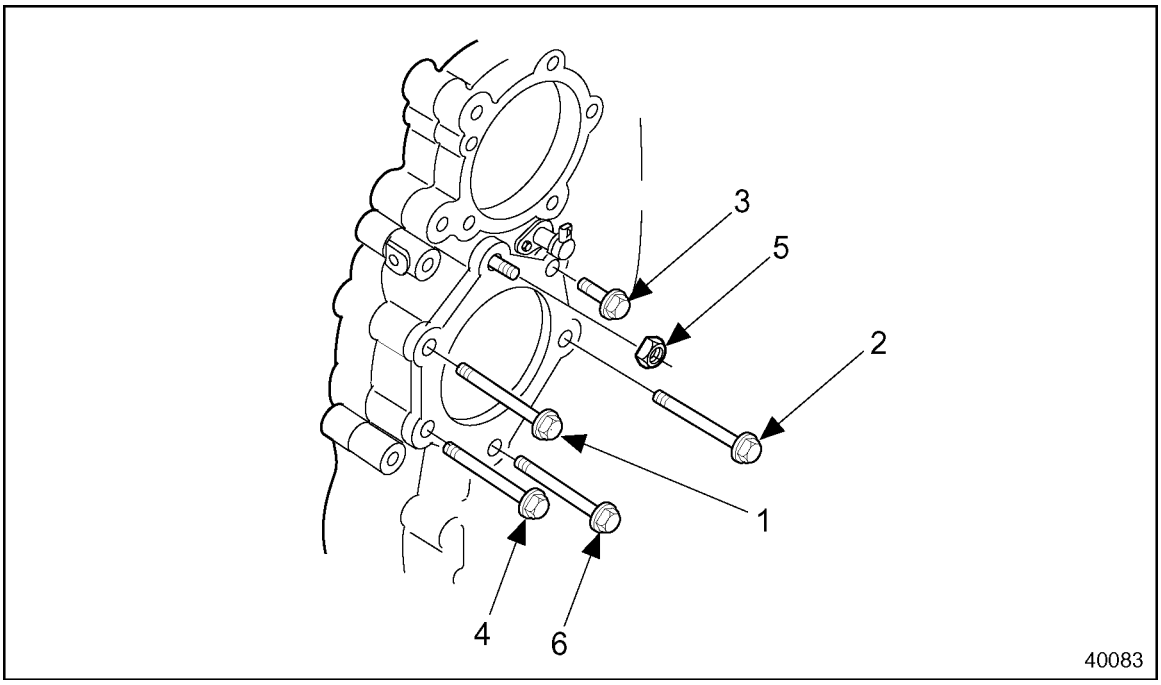

Figure 10-7 Bolt Torque Sequence
4. For torquing sequence, see Figure 10-7. Use compressor wrench J 35948 to torque the upper inside bolt. Using the bolt and nut torquing sequence, torque five bolts and one nut to 58–73 N·m (43–54 lb·ft).